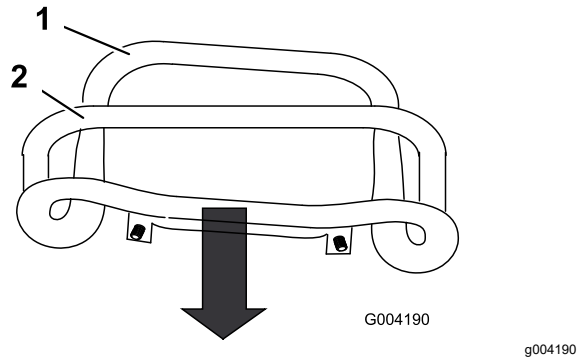

Rysunek 53
3. Pociągnij dźwignię sterowania zespołem jezdnym prosto do tyłu, aby przód dźwigni sterowania stykał się z drążkiem wzorcowym (Rysunek 53).